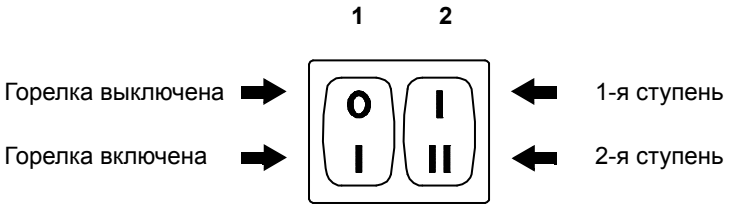
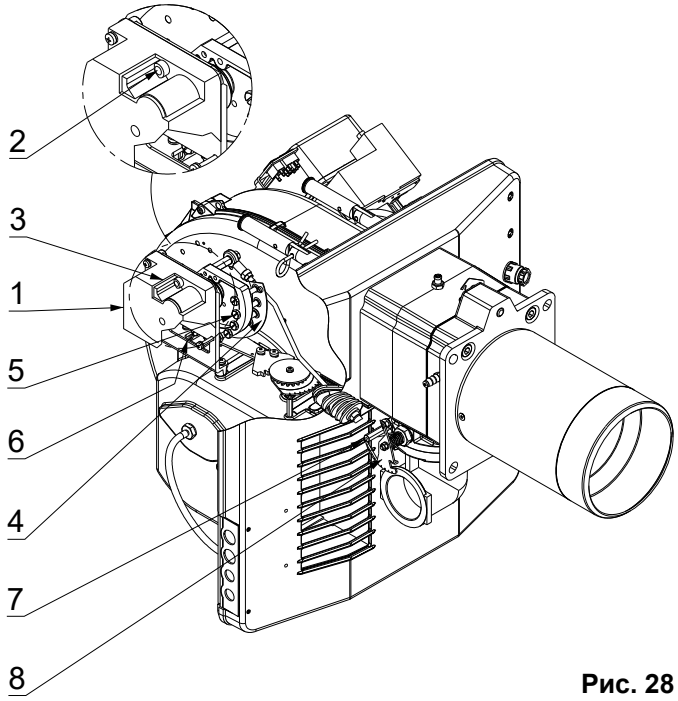
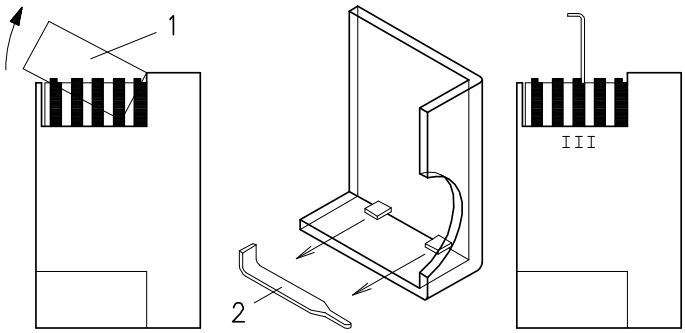

Рис. 27
Рис. 28
Рис. 29
В предыдущем описании мы оставили горелку работающей на 1-ой ступени. Теперь следует передвинуть переключатель 2 (рис. 27) в положение «2 ступень». При этом серводвигатель одновременно откроет воздушную заслонку и дроссельный клапан на 90°.
Мощность горелки на первой ступени следует выбирать внутри рабочей области. Передвиньте переключатель 2 (рис. 27) в положение «1 ступень». При этом серводвигатель 1 (рис. 28) закроет воздушную заслонку и дроссельный клапан до угла 15°.
- если вы хотите уменьшить расход, немного уменьшите угол кулачка III (рис. 29), делая небольшие последовательные перемещения, то есть начните от угла 15°, затем перейдите к 14°, 13° и так далее…
- если же вы хотите увеличить его расход, переключите горелку на 2-ю ступень переключателем 2 (рис. 27) (откройте дроссельную заслонку газа на 10-15°) и увеличьте угол кулачка III (Рис. 29), делая небольшие последовательные перемещения, то есть начните от угла 15°, затем перейдите к 16°, 17° и так далее…
Выключите горелку с помощью выключателя (1) (рис. 27) расцепите эксцентрик с изменяемым профилем, для чего необходимо повернуть вертикально прорезь (2) (рис. 28) на серводвигателе и поверните вручную эксцентрик несколько раз вперед и назад, и убедитесь в том, что он поворачивается мягко и не заедает.